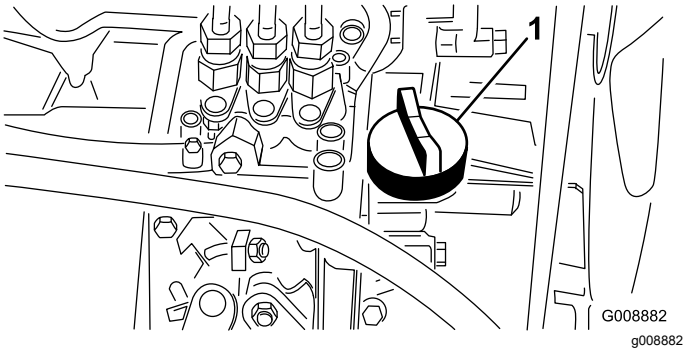

Figuur 49
4. Als het oliepeil te laag is, verwijdert u de vuldop (Figuur 49) en vult u bij met kleine hoeveelheden olie totdat het oliepeil de Vol-markering op de peilstok bereikt. Vul de olie langzaam bij en controleer daarbij veelvuldig het peil.